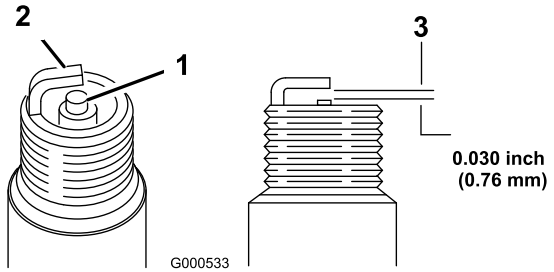

Figur 30
2. Kobl tændrørskablet fra tændrøret (Figur 30).
5. Indstil afstanden til tændrøret til 0,76 mm (Figur 30).